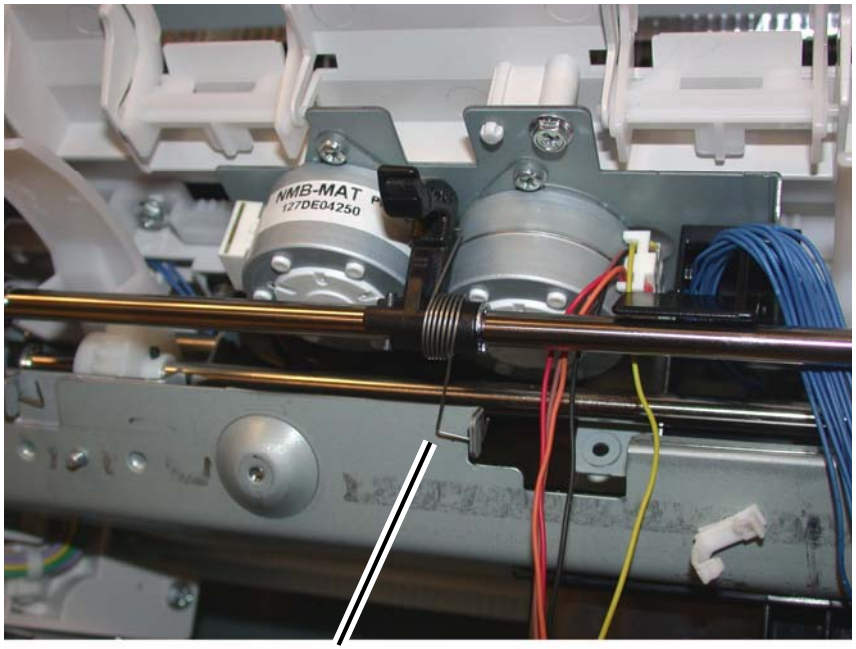

Figure 4 Disconnecting the Set Clamp Holder Springs
14. Disconnect the springs from the Set Clamp Holders (3) (Figure 4).